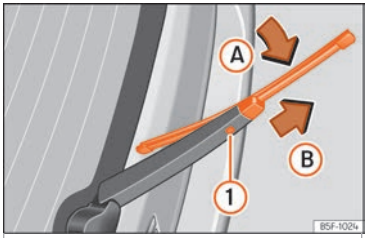

Fig. 42 Changing the rear wiper blade
- Turn the blade slightly ››› Fig. 42 (arrow Ⓐ).
- Hold down the release button ① while gently pulling the blade in the direction of arrow Ⓑ.
- Insert a new blade of the **same length and type** in the rear wiper arm in the opposite direction to the arrow Ⓑ and hook into place button ①.